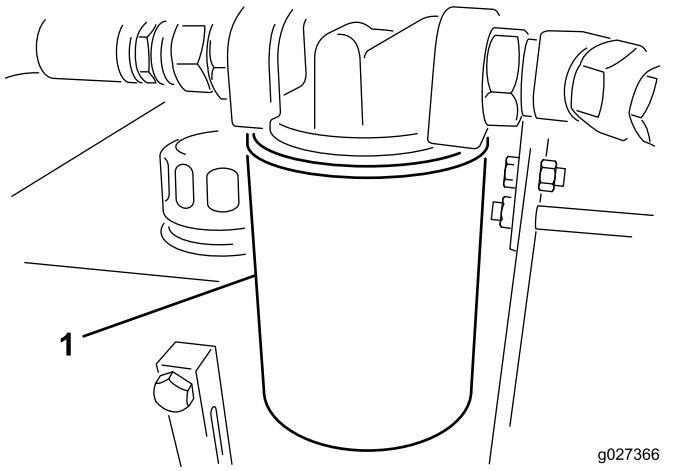

Рисунок 11
3. Поместите поддон под фильтр, а затем снимите фильтр (Рисунок 11).